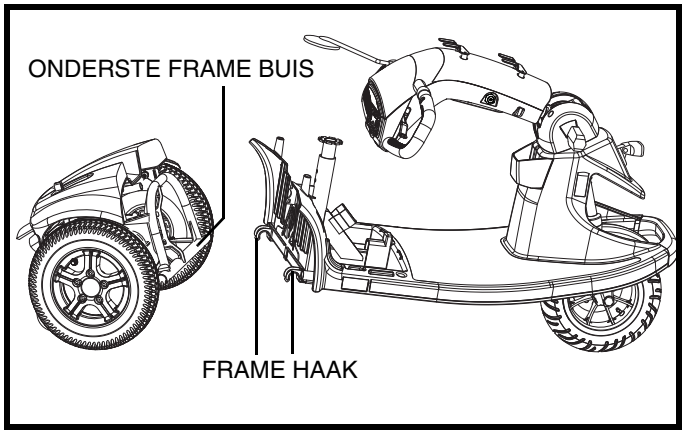

Figuur 26. Frame demonteren
4. Til het voorstuk op totdat de framehaken van het voorstuk los komen van het achterstuk. **Zie figuur 26**.
5. Scheid langzaam de twee delen. **Zie figuur 26.**
1. Plaats het voorstuk en achterstuk van uw scootmobiel zoals afgebeeld in **figuur 26**.